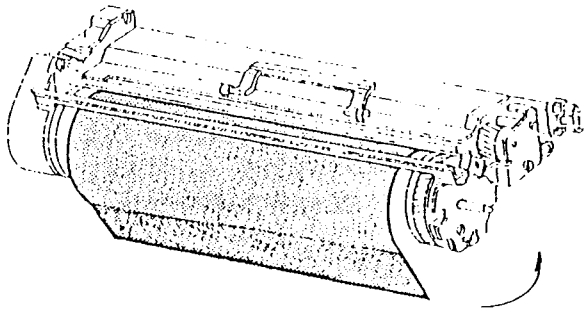

Рис. 1. Защита фоторецептора
8. Защитите фоторецептор от воздействия света, обмотав для этого вокруг фоторецептора кусок бумаги для его экранирования от света (Рис. 1). Кроме того, попытайтесь выполнить эту работу как можно быстрее для уменьшения световой нагрузки на фоторецептор. Если при выполнении работы случатся непредвиденные задержки, то полностью закройте катридж копирования черным пакетом или другим светонепроницаемым материалом.